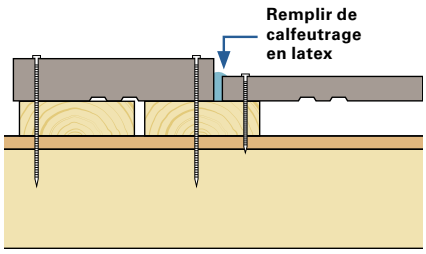

Fig. 16
- Utilisez un calfeutrage en latex translucide ou peinturable de haute qualité pour combler tous les interstices et sceller autour des portes, des fenêtres et partout où le revêtement entre en contact avec la garniture. *(Voir la Figure 16)*